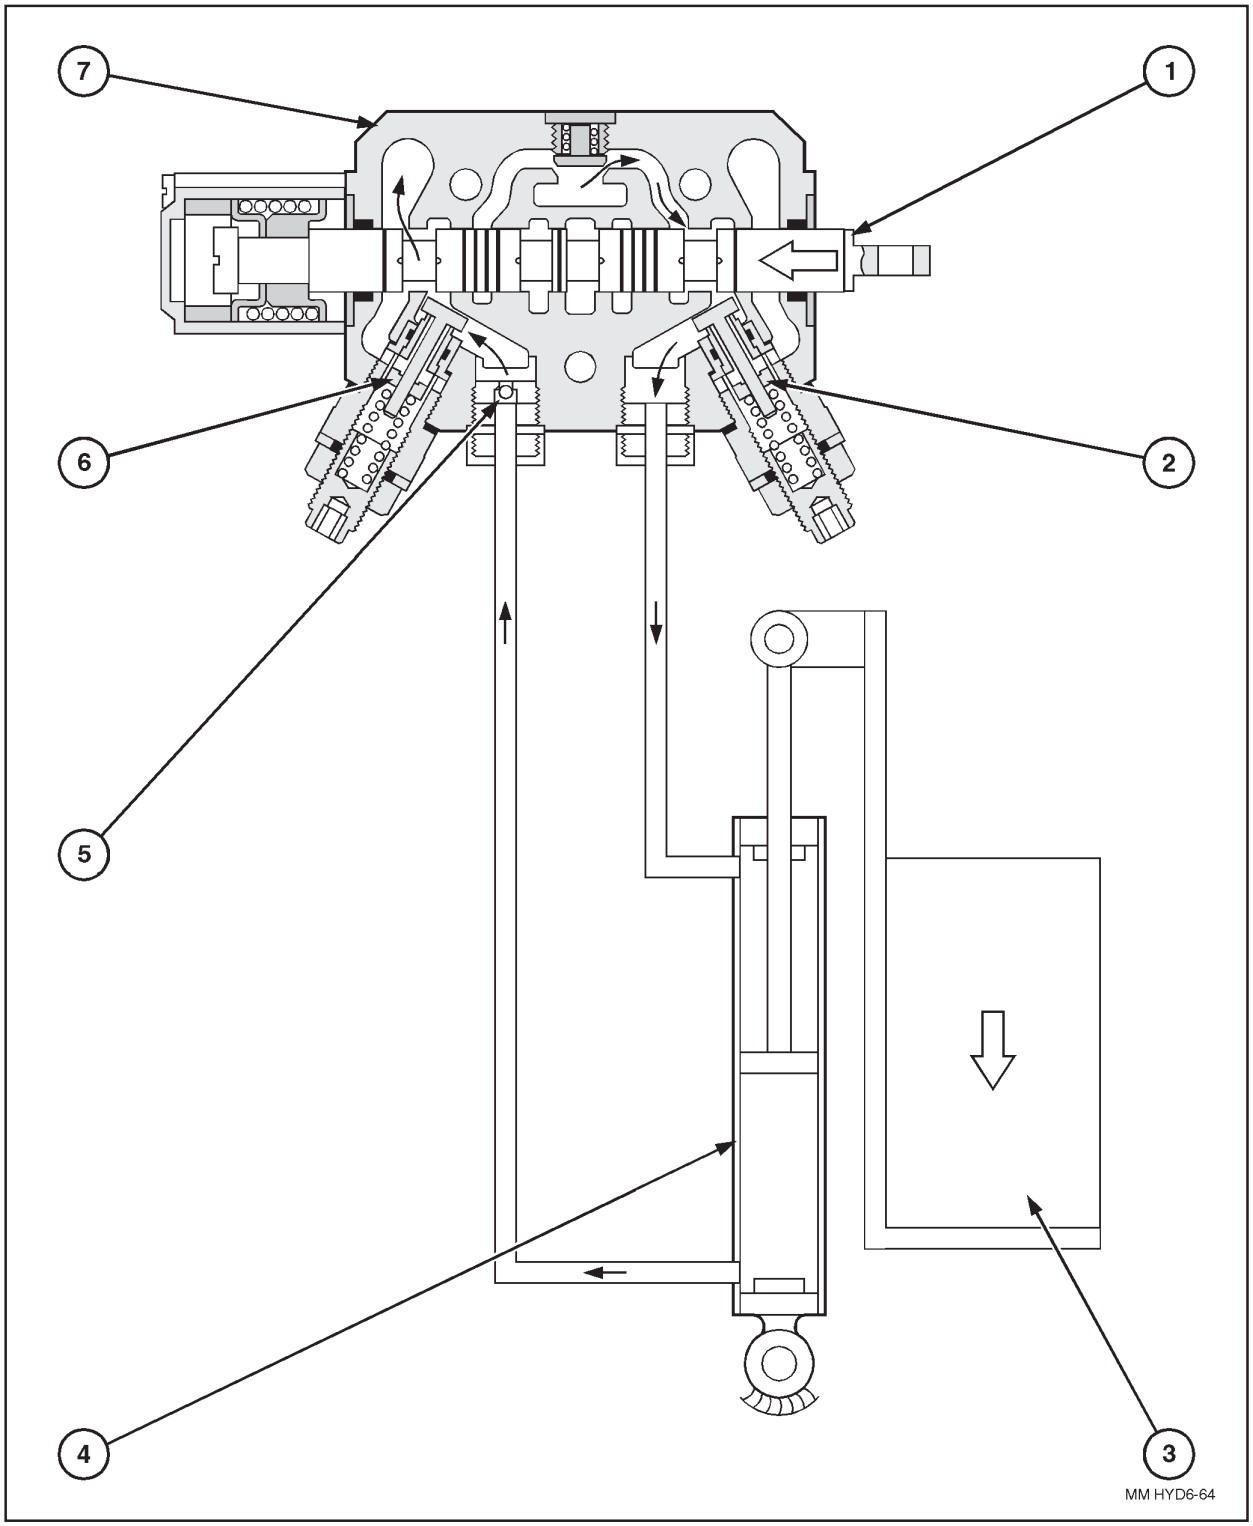

**FIGURE 26. LIFT CIRCUIT OIL FLOW - NORMAL OPERATION**
- The functions are shown in lift circuit operational conditions in figures 26 to 30.